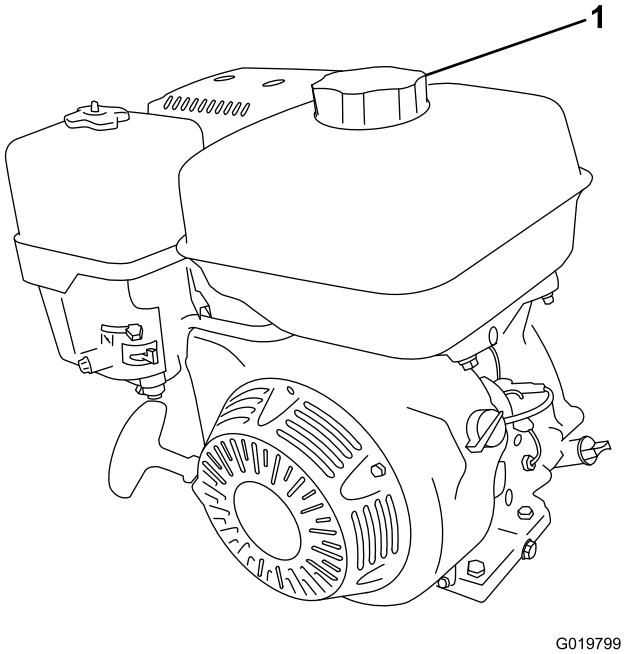

Figure 29
2. Nettoyez la surface autour du bouchon du réservoir de carburant et enlevez le bouchon (Figure 29).
4. Revissez fermement le bouchon du réservoir de carburant (Figure 29).